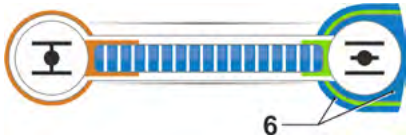

Fig. 2: Indication Actuator in end position OPEN
in our example end position OPEN (fig. 2, item 6):